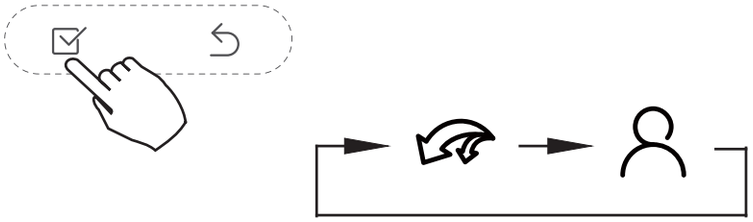

Fig. 21 — Confirm the Setting
2. Press **CONFIRM** to confirm the setting (see Fig. 21).